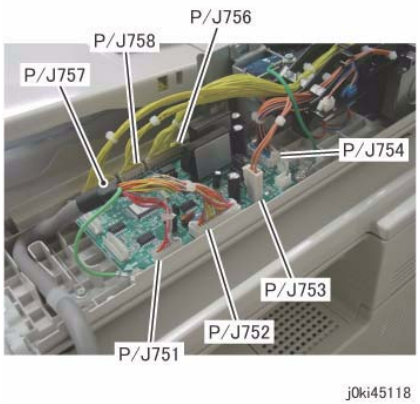

Figure 2 Disconnect the connectors
6. Disconnect the DADF PWB connectors. (Figure 2)